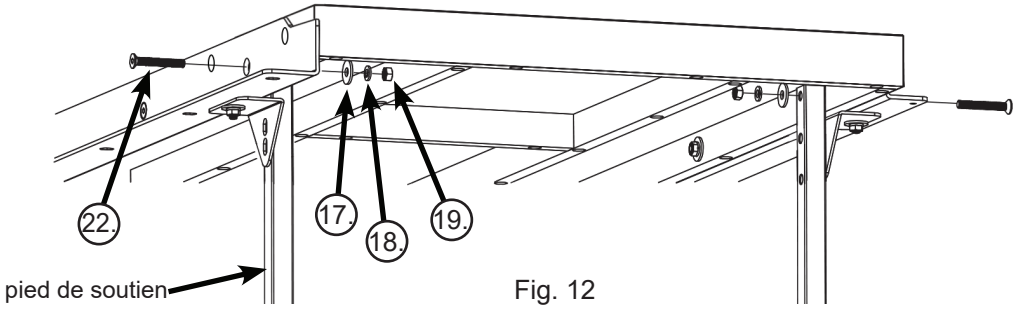

Fig. 12
12. Les pattes de support se fixent aux extrémités extérieures des rails et de la table de rallonge à l'aide de vis à tête de douille à empreinte cruciforme M8 x 65. Alignez le trou supérieur d'un pied de soutien au trou le plus extérieur de la traverse avant et le trou supérieur du deuxième pied de soutien au trou le plus extérieur de la traverse arrière Assurez-vous que les pieds sont placés contre l'intérieur de la table de rallonge. Insérez un boulon M8 x 65 dans les trous des rails, de la rallonge et des pieds. Placez une rondelle M8 et une rondelle de blocage M8 sur l'extrémité filetée de chacun des boulons, puis vissez un écrou hexagonal M8 sur chaque boulon (voir Fig. 12). Serrez les écrous à la main; ne les serrez pas complètement.